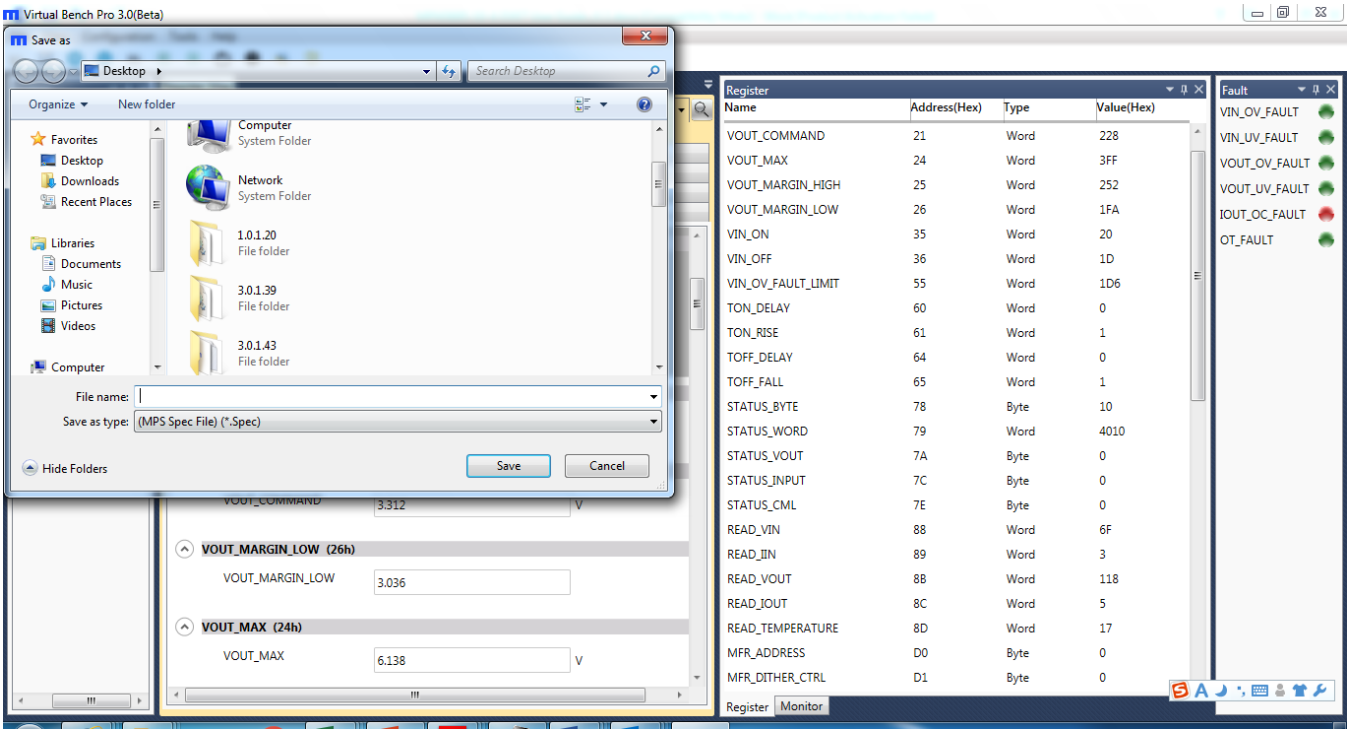

Figure 11: Select the Directory for Configuration File
6. Export the configuration by clicking “Save Configuration.” Select the desired directory for the exported file and click “OK.” New configurations will be saved in a text file (see Figure 11).